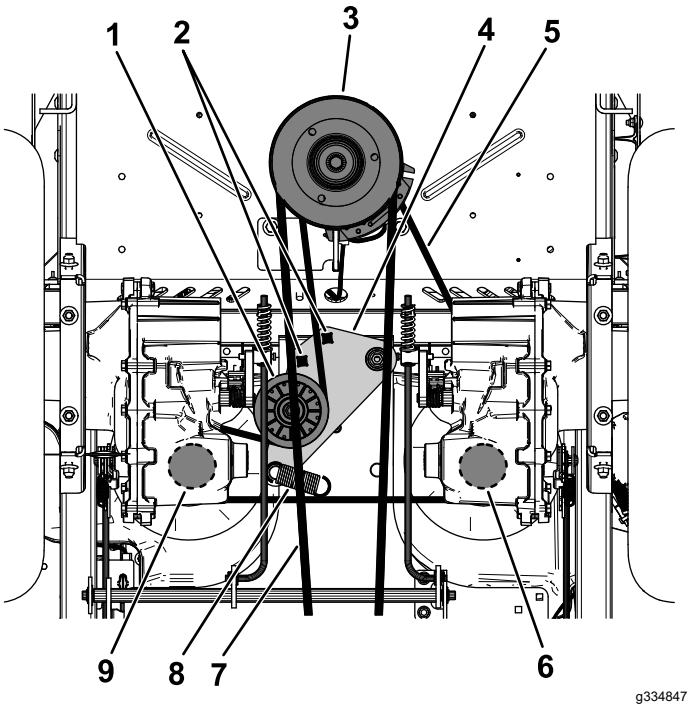

Figuur 62
5. Plaats een ½" ratelsleutel of onderbrekerstang in één van de vierkante openingen in de arm van de spanpoelie om de druk op de veer te verwijderen (Figuur 62).
6. Verwijder de aanwezige riem van de spanpoelie, de 2 aandrijfpoelies van de hydraulische pomp en de motorpoelie (Figuur 62).
7. Bevestig de nieuwe riem rond de spanpoelie, de motorpoelie en de 2 poelies van de hydraulische pomp (Figuur 62).